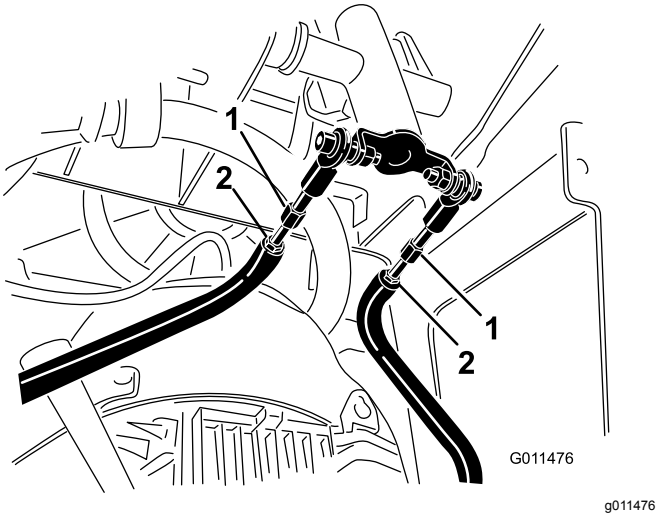

Figuur 51
D. Draai de contramoeren op de tractiestangen onder het bedieningspaneel los (Figuur 51).